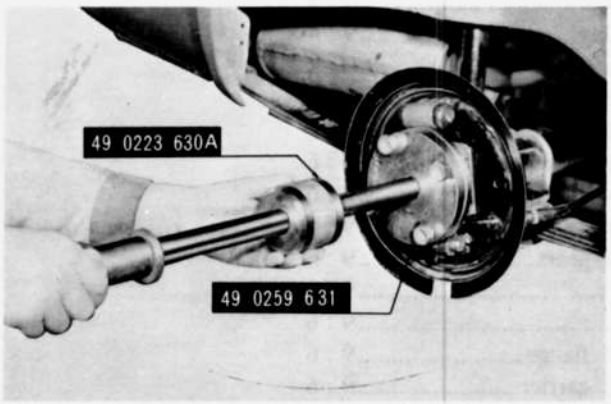

Fig. 9–1 Removing rear axle shaft
5. Remove the rear axle shaft from the rear axle housing, using the **rear axle shaft remover** (Part Nos. 49 0223 630A and 49 0259 631), as shown in Fig. 9–1.